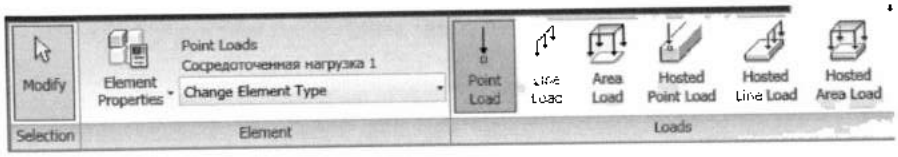
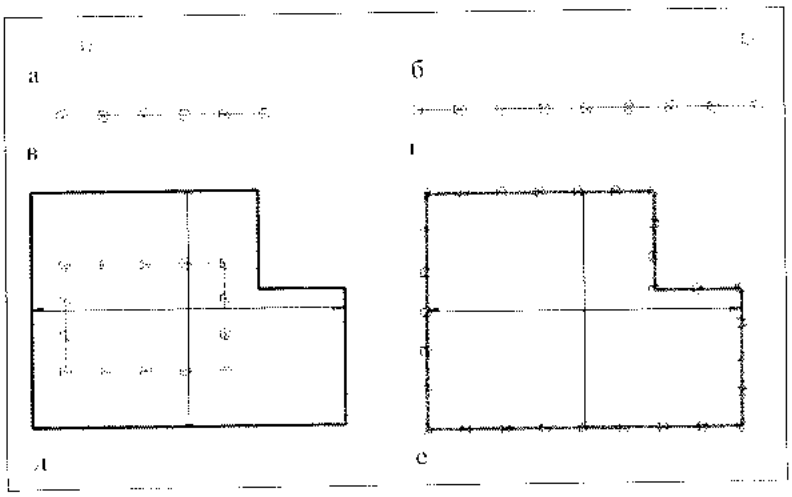

Рис. 44.14. *Лента Place Loads при установке нагрузки*
Рис. 44.15. *Варианты размещения нагрузок*
4. На ленте в разделе **Loads** (рис. 44.14) нажать в зависимости от типа нагрузки одну из кнопок:
4. На ленте в разделе **Loads** (рис. 44.14) нажать в зависимости от типа нагрузки одну из кнопок и выполнить далее соответствующие действия (рис. 44.15). Произойдет переключение на ленту **Line Load**.